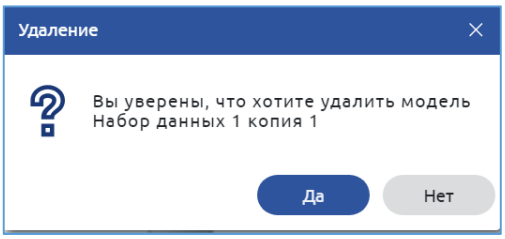

Рисунок 47. Подтверждение удаления набора данных
2. В диалоговом окне «Удаление» подтвердить удаление набора данных (Рисунок 47).